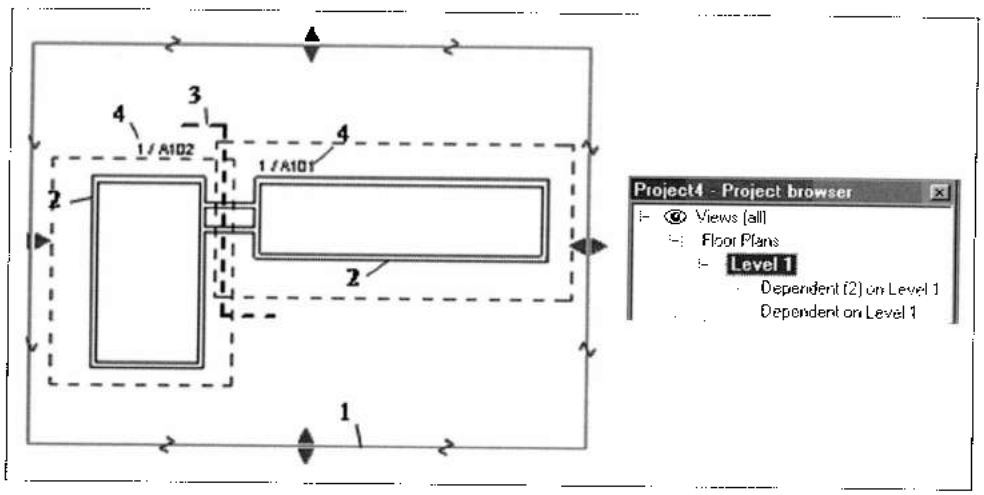

Рис. 35.12. *Отображение зависимых видов на исходном виде*
На рис. 35.12 показан вид плана *Level 1*, который разрезан на два зависимых вида — левый *Dependent on Level 1* и правый *Dependent (2) on Level 1*. Исходный и зависимые виды показаны с видимыми областями обрезки. Линии подгонки указывают, где было выполнено разделение (жирная пунктирная линия) и ссылки на вид (1/A102 и 1/A101).
Линии подгонки. Линии подгонки добавляются на плане и видах узлов к зависимому виду, чтобы показать место разреза (см. рис. 35.12). Нарисовать ее можно, выбрав